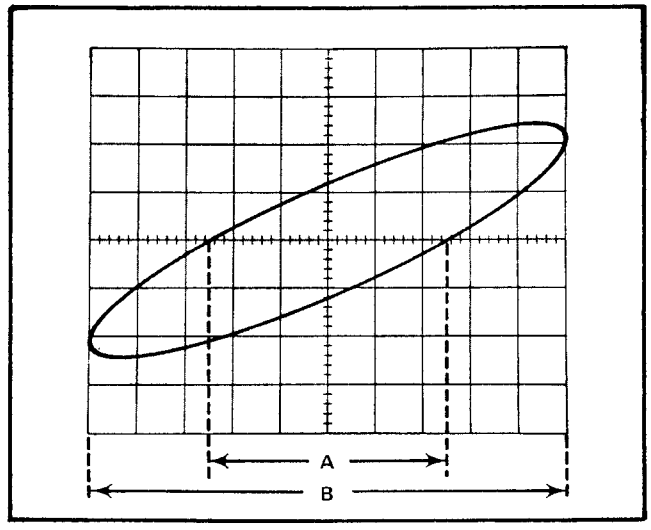

Fig. 2-29. Phase-difference measurement from an X-Y display.
3. Position the display to the center of the screen and adjust the CH 1 and CH 2 VOLTS/DIV switches to produce a display less than six divisions vertically (Y) and less than 10 divisions horizontally (X). The CH 1 VOLTS/DIV switch controls the horizontal deflection (X) and the CH 2 VOLTS/DIV switch controls the vertical deflection (Y).
4. Center the display in relation to the center graticule lines. Measure the distance A and B as shown in Fig. 2-29. Distance A is the horizontal measurement between the two points where the trace crosses the center horizontal line. Distance B is the maximum horizontal width of the display.
Example. To measure the phase of the display shown in Fig. 2-29 where A is 5 divisions and B is 10 divisions, use the formula: